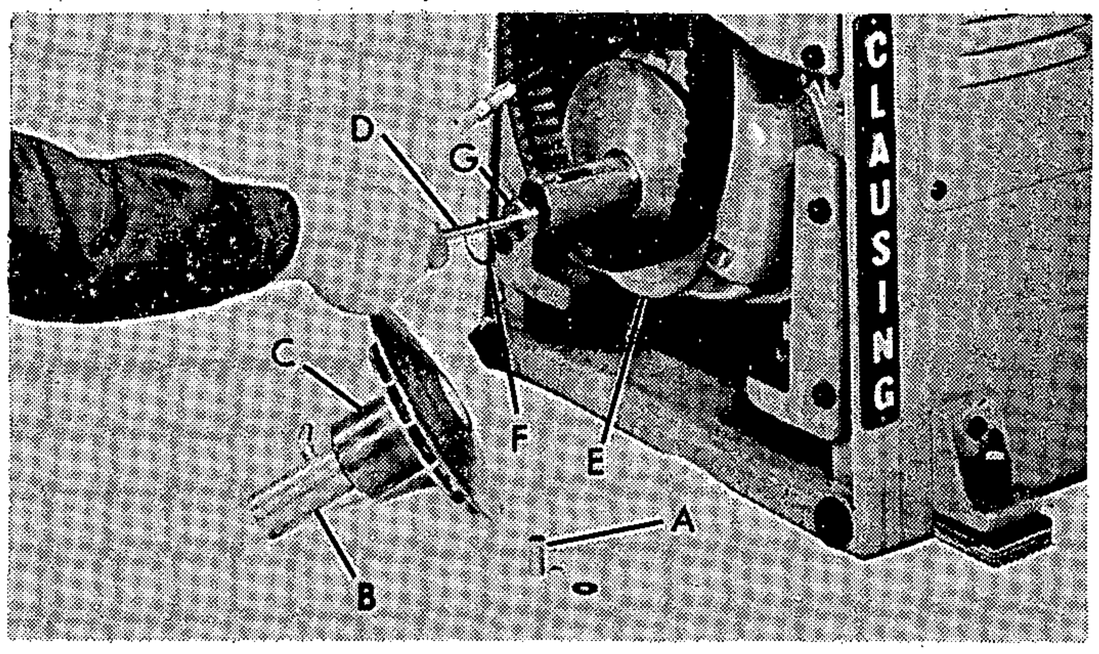
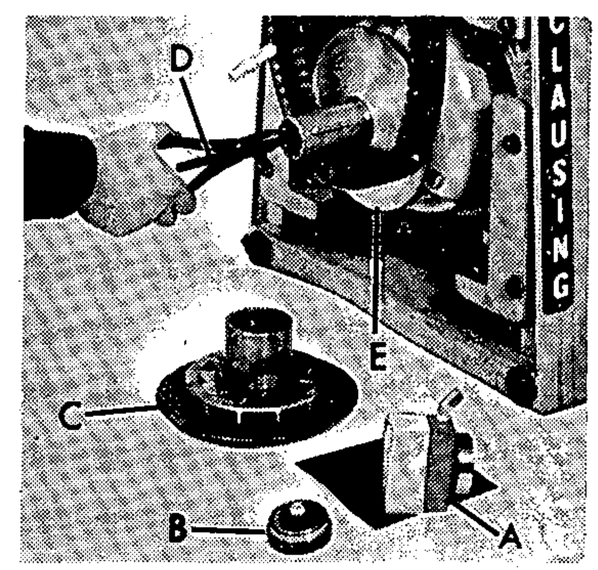

FIGURE 2
FIGURE 4
6. Remove sleeve (A, fig. 2) from hydraulic cylinder.
7. Pull hydraulic cylinder (B) with outer half of variable pulley (C) off shaft (D).
8. Press hydraulic cylinder (B) with bearing from outer half of variable pulley (C) being sure internal washer in pulley (snap ring on early models) remains in place.
CAUTION: Washer (snap ring on early models) must be in place in outer half of variable pulley (C, fig. 2) before installing bearing and housing assembly (A, fig. 4). An extra washer is supplied to aid in assembly if necessary.
9. With snap ring pliers, remove snap ring (F, fig. 2) from inner half of variably pulley.
10. Remove shaft (D) and bearing (G) from inner half of variable pulley (E).
2. Insert new shaft and collar assembly (D, fig. 4) into inner half of variable pulley (E) being sure pin in the collar lines up with key way in pulley (E), secure with retainer ring.